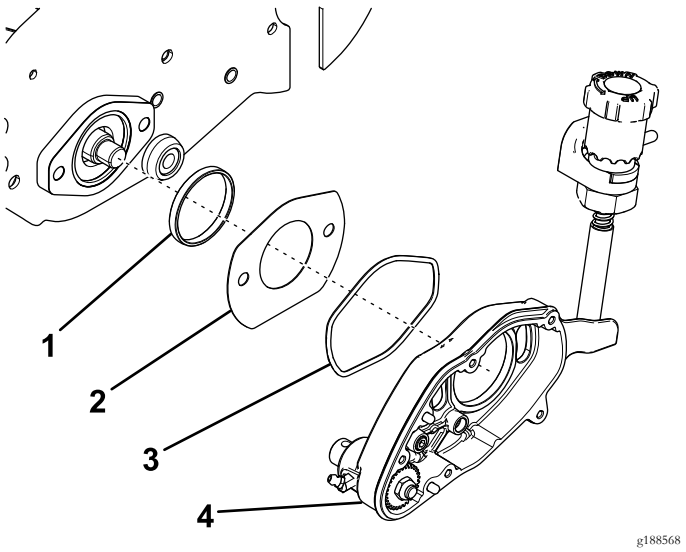

Bild 4
9. Entfernen Sie das Groomergehäuses(Bild 4).
10. Entfernen und werfen Sie den O-Ring weg (Bild 4).
11. Entfernen Sie die Schlitzabdeckung und den Adapterring (Bild 4).